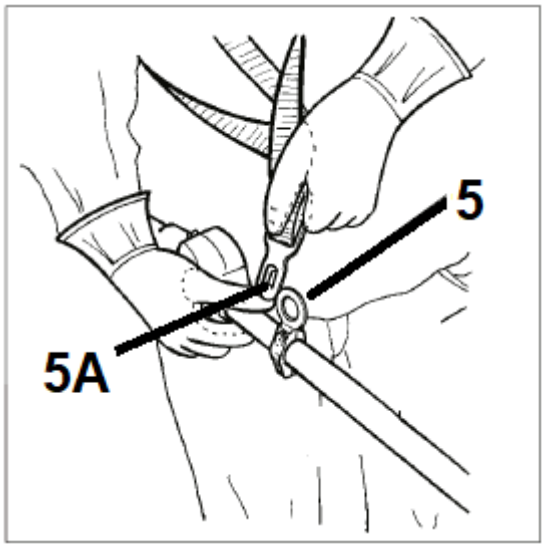

Rys. 8
1. Zaczep szelki uchem (Rys. 8, poz. 5A) w miejscu mocowania (Rys. 8, poz. 5).